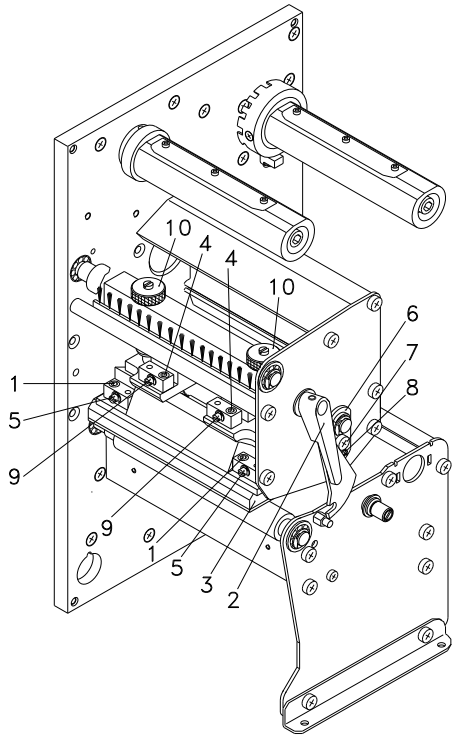

Figura 17
1. Afloje los tornillos (1 oder 4, Figura 17) girándolos aproximadamente ¼ de vuelta con ayuda de una llave de 6 lados.
2. Ajuste el paralelismo con los tornillos (5 o 9, Figura 17).
4. Coloque de nuevo los tornillos (1 ou 4, Figura 17).
1. Afloje los tornillos (7, Figura 17) girándolos aprox. ¼ de vuelta.
2. Gire la clavija excéntrica (8, Figura 17) para ajustar una impresión igualada. Continúe ajustando el cabezal de impresión hasta que la impresión en el text salga igualada.
3. Coloque de nuevo los tornillos (7, Figura 17).
1. Gire el tornillo de presión (10, Figura 17) para modificar la presión del cabezal de impresión.
2. Gire el tornillo de presión (10, Figura 17) en el sentido de las agujas del reloj hasta que llegue al tope, se consigue un incremento de presión de 10N respecto al ajuste inicial de fábrica.
3. Gire el tornillo de presión (10, Figura 17) hacia el tope derecho, girándolo en dirección contraria a las agujas del reloj, se obtendrá el valor de regulación de fábrica.